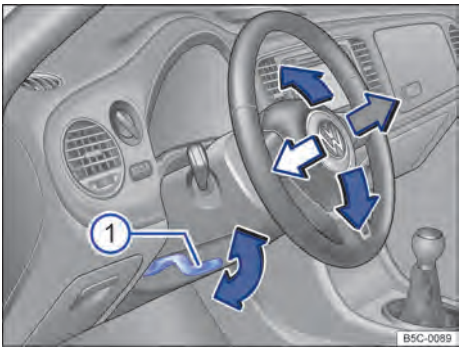

Fig. 49 Ajustar a posição do volante mecanicamente.
- Virar a alavanca ⇒ Fig. 49 ① para baixo.